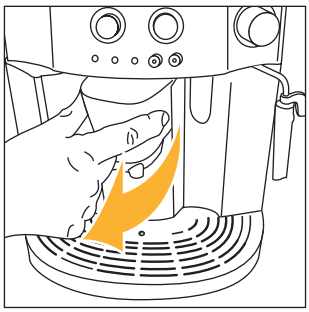
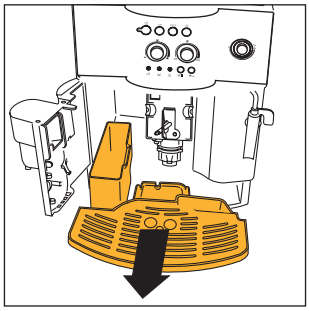

Abb.15
Abb.16
HINWEIS 7: *Die Kaffeemaschine zählt die Anzahl der ausgegebenen Kaffees. Alle 14 einzeln (oder 7 paarweise) zubereitete Kaffees, leuchtet die Kontrollanzeige konstant auf (siehe Kap. 12 Punkt 3), um anzuzeigen, dass der Kaffeesatzbehälter voll ist und entleert sowie gereinigt werden muss. Solange der Kaffeesatzbehälter nicht gereinigt wird, bleibt die Kontrollanzeige eingeschaltet, und es kann kein Kaffee zubereitet werden. Zur Reinigung, die Serviceklappe durch Ziehen des Kaffeeauslaufs auf der Vorderseite öffnen (Abb. 15); daraufhin schaltet sich die blinkende Kontrollanzeige ein (siehe Abschn. 12 Punkt 9); dann die Abtropfschale entnehmen (Abb. 16), entleeren und reinigen. Entleeren und reinigen Sie sorgfältig den Kaffeesatzbehälter, wobei darauf zu achten ist, dass alle sich auf dem Boden abgelagerten Rückstände beseitigt werden. Trocknen Sie zudem die eventuell in der Maschine unter der Abtropfschale sich angesammelten Kondenswassertropfen ab.* ***WICHTIG: Jedes Mal, wenn Sie die Abtropfschale herausziehen, MUSS auch der Kaffeesatzbehälter geleert werden, selbst wenn dieser nicht ganz voll ist. Wird dieser Vorgang nicht ausgeführt, kann es bei den darauf folgenden Kaffeezubereitungen passieren, dass sich der Kaffeesatzbehälter zu sehr füllt und der übermäßige Kaffeesatz die Kaffeemaschine verstopft.***
- Die Serviceklappe öffnen (Abb. 15);
- Die Abtropfschale und den Kaffeesatzbehälter entnehmen (Abb. 16) und reinigen;